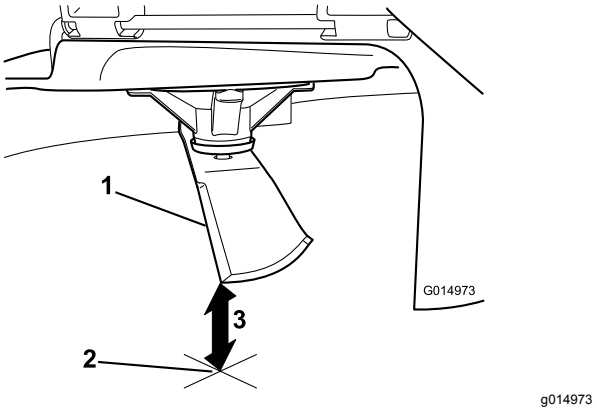

Figuur 66
5. Meet de afstand tussen het uiteinde van het mes en de vlakke ondergrond (Figuur 66).